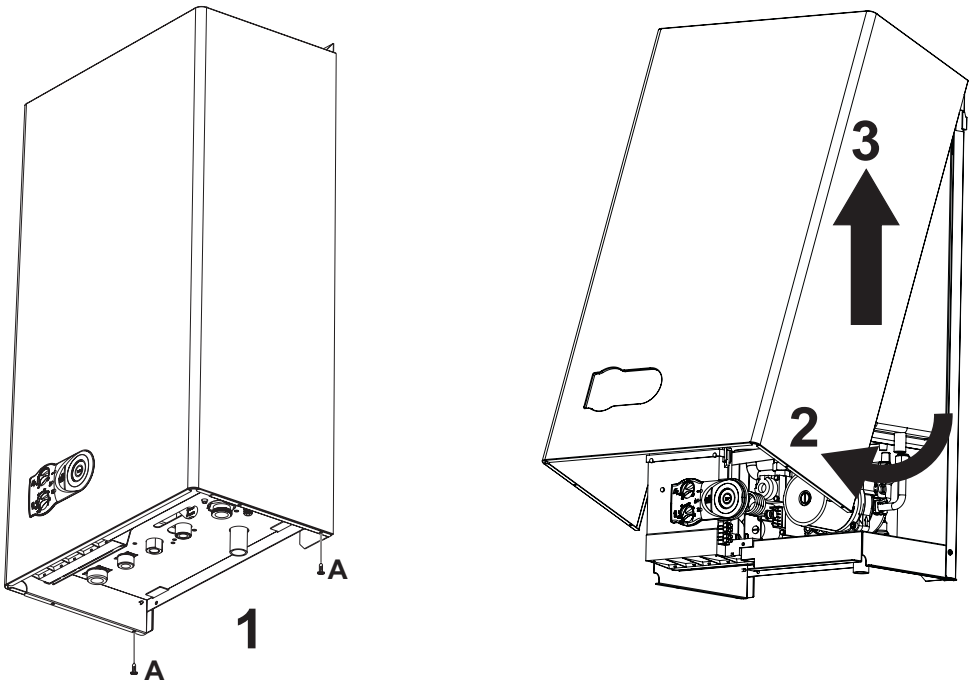

fig. 17 - Deschiderea carcasei
1. Deşurubaţi şuruburile A (vezi fig. 17).
2. Rotiţi carcasa (vezi fig. 17).